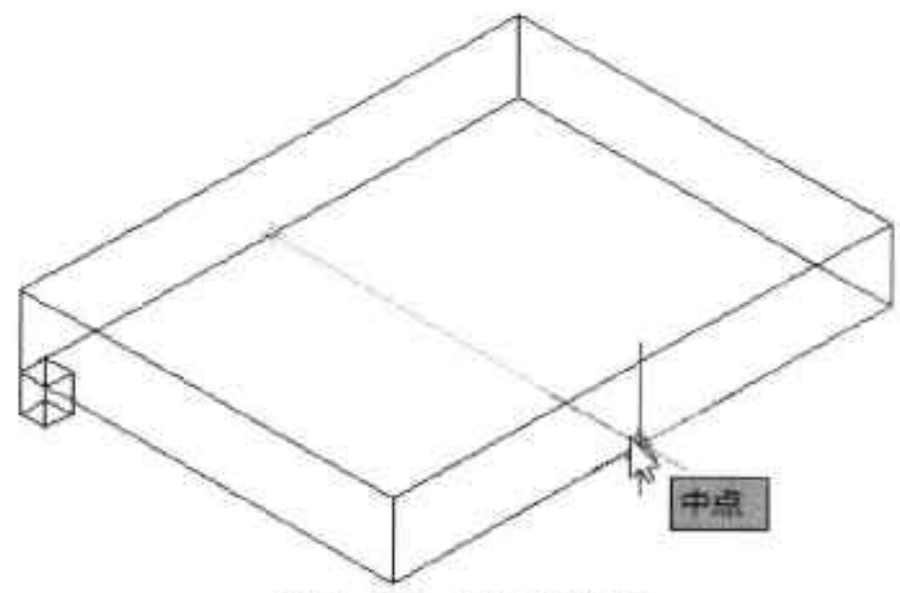

图14-57 选中镜像点
Step04 执行“三维镜像”命令，根据命令行提示，选中床腿，然后选中长方体三个镜像中点位置，如图 14-57 所示。